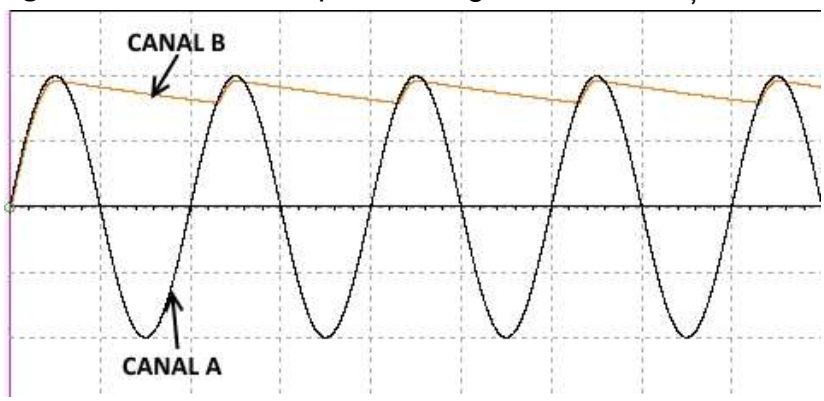

Figura 4.10 Oscilograma redresorului mono-alternanță – cu filtru
5. Cu întrerupătorul K în poziția închis (tensiunea este filtrată) se simulează funcționarea și se notează în tabelul 4.1 valorile Uef și Umed indicate de voltmetrele din circuit și Uv indicată de osciloscop. Oscilograma în această situație este prezentată în **figura 4.10**. Osciloscopul este reglat la 10 V/div și 10 ms/div;